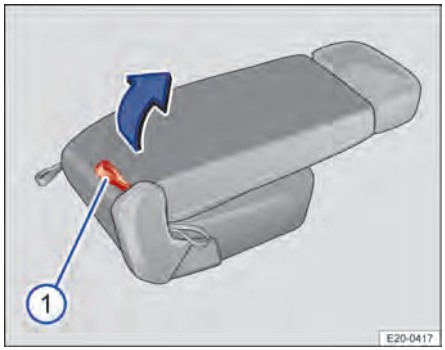

Fig. 73 Segunda fila de asientos: volcar el asiento hacia delante.
2. Tire del lazo rojo → Fig. 73 ① situado en la parte posterior del asiento en cuestión y vuelque el asiento hacia delante.